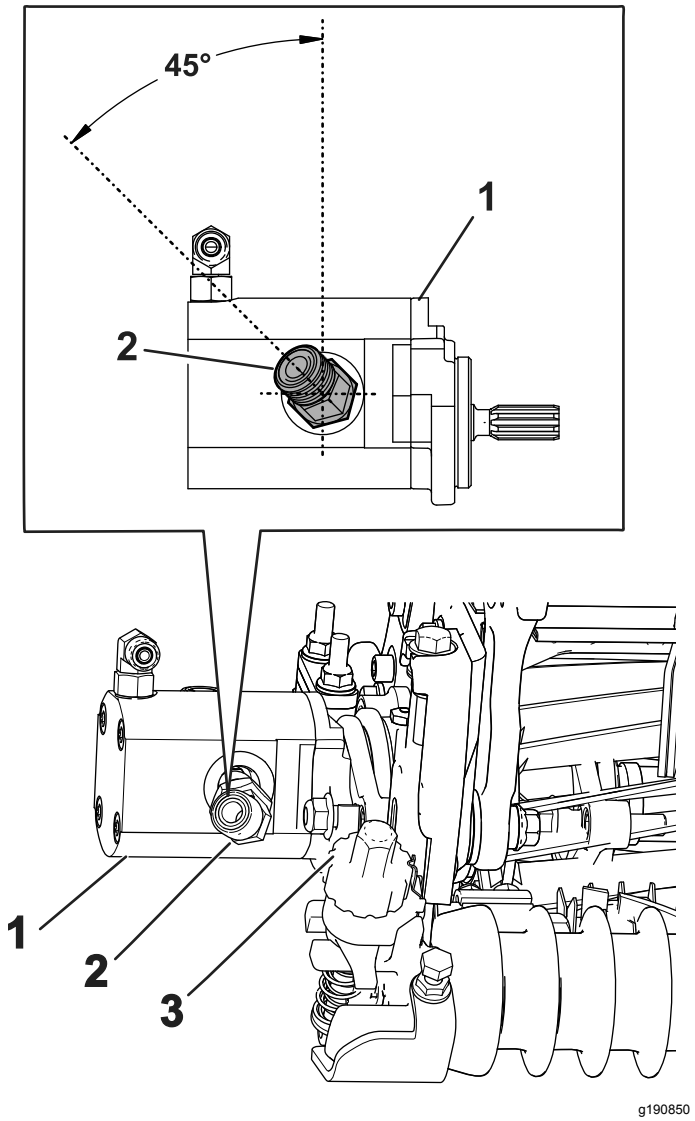

Figur 22
4. Montera den nya 45-graderskopplingen i den vinkel som visas i Figur 22. Dra åt kopplingen till 47–58 N·m.